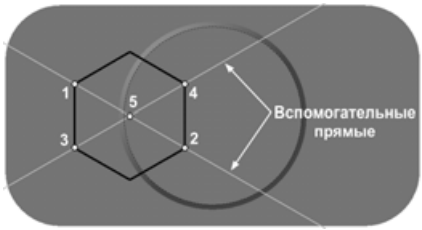

Рис. 4.57
- С помощью глобальной привязки **Ближайшая точка** постройте две диагонали многоугольника (например, диагонали, проходящие через точки 1-2 и 3-4). Точка 5 их пересечения будет искомым центром шестиугольника (рис. 4.57).